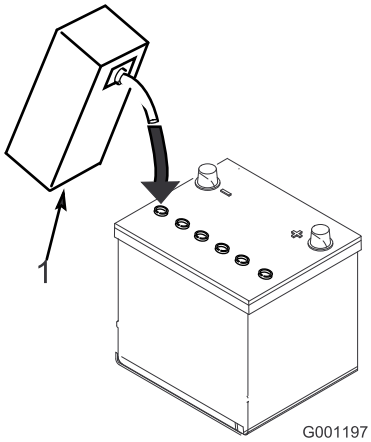

Figur 6
3. Fyll försiktigt varje cell med elektrolyt, tills plattorna är täckta med ca 6 mm vätska (Figur 6).
4. Låt elektrolyten sugas upp av plattorna under 20 till 30 minuter. Fyll på elektrolyt så att nivån kommer upp till ca 6 mm från botten av påfyllningshålet (Figur 6).